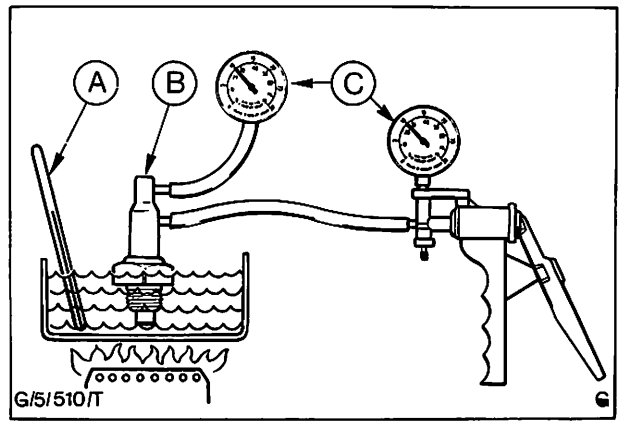

Abb. 181 Prüfanordnung für Zweikanal-Unterdruckthermostat (Schalter ausgebaut)
b) Vakuumpumpe und Vakuummeter gemäß Abb. 181 anschließen. Mit der Pumpe einen Unterdruck von 250 mm Hg am unteren Kanal erzeugen.